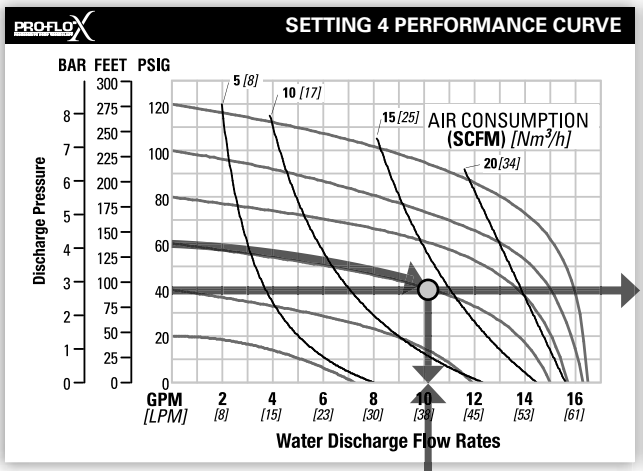

Figure 4
Step 2*: **Determine performance point at setting 4.*** For this example an inlet air pressure of 4.1 bar (60 psig) inlet air pressure has been chosen. Locate the curve that represents the performance of the pump with 4.1 bar (60 psig) inlet air pressure. Mark the point where this curve crosses the horizontal line representing 2.8 bar (40 psig) discharge pressure. After locating this point on the flow curve, draw a vertical line downward until reaching the bottom scale on the chart and identify the flow rate. In our example it is 38.6 lpm (10.2 gpm). This is the setting 4 flow rate. Observe the location of the performance point relative to air consumption curves and approximate air consumption value. In our example setting 4 air consumption is 24 Nm³/h (14 scfm). See figure 4.